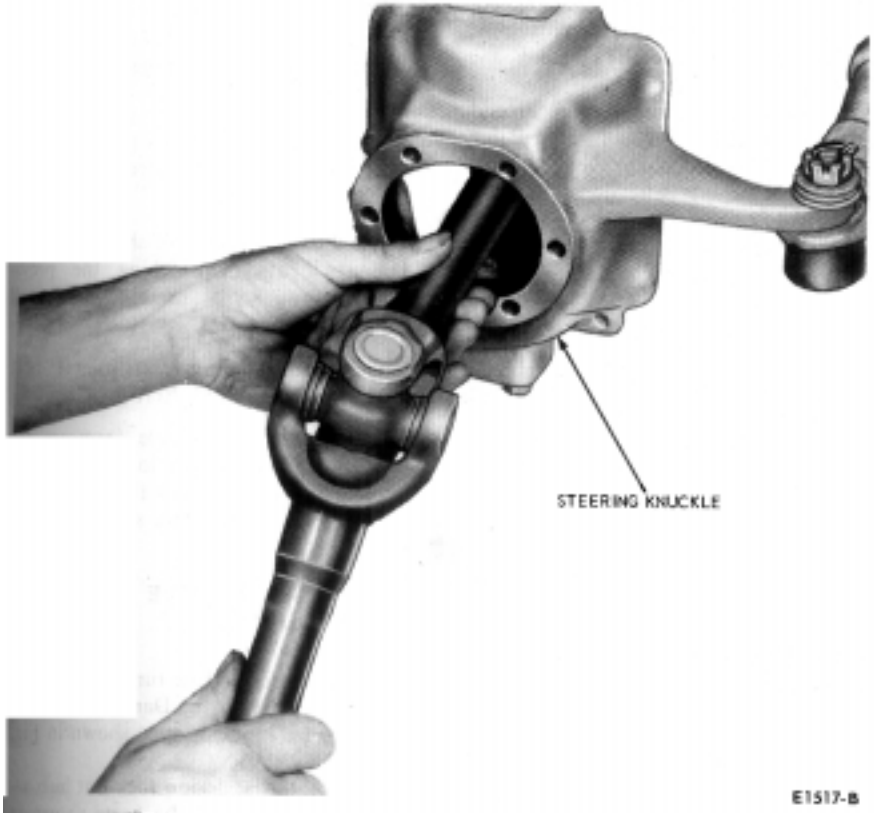

FIG. 2—Removing Axle Shaft
6. Pull the axle shaft assembly from the axle housing, working the universal joint through the bore of the steering knuckle (Fig. 2). (At this point, the following parts can be replaced without further disassembly of the axle: axle shaft; universal joint; axle housing outer seal; spindle bore seal; and spindle bore roller bearing.)